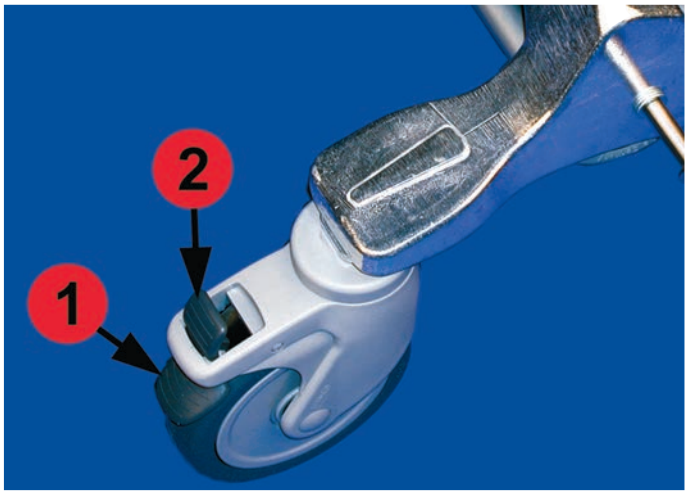

Bild 6
Hintere Lenkrollen (Bild 6) mit Feststellbremse für Best.-Nr. 4002 bzw. 4002-1
■ Betätigen des unteren Bremshebels (Bild 6/1) stellt die Bremse fest, die Lenkrolle ist gebremst.
■ Betätigen des oberen Bremshebels (Bild 6/2) löst die Bremse, die Lenkrolle ist ungebremst.